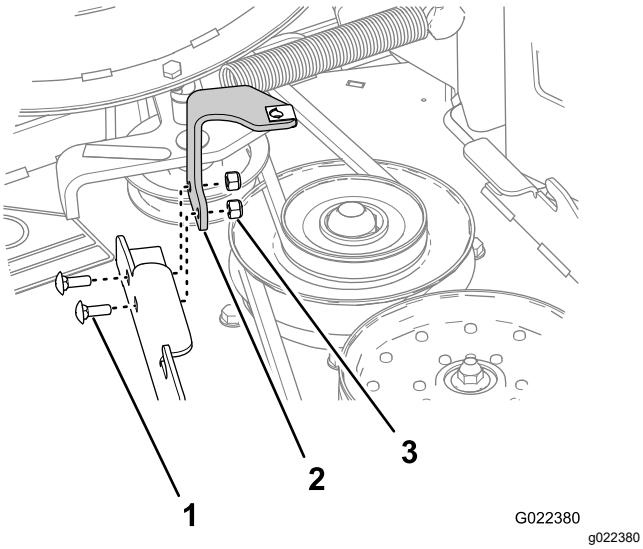

Figur 8
1. Fjern de 2 bræddebolte (¼" x ¾") og 2 låsemøtrikker (¼"), der fastgør remskærmbeslaget til plæneklipperskjoldets fremadrettede flange (Figur 8).
2. Fjern remskærmbeslaget fra plæneklipperskjoldet (Figur 8).